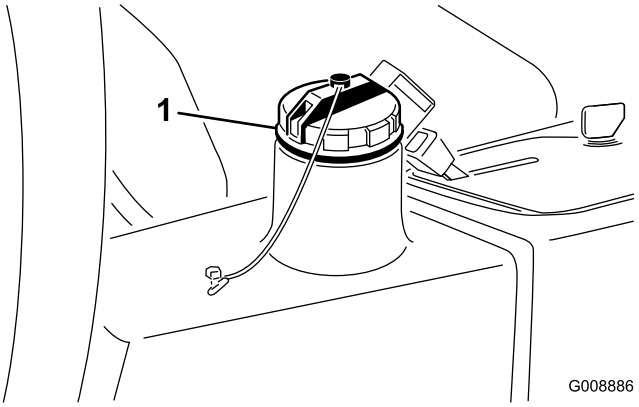

Figur 25
2. Gör rent omkring påfyllningsröret och hydraultanklocket (Figur 25). Skruva av locket.